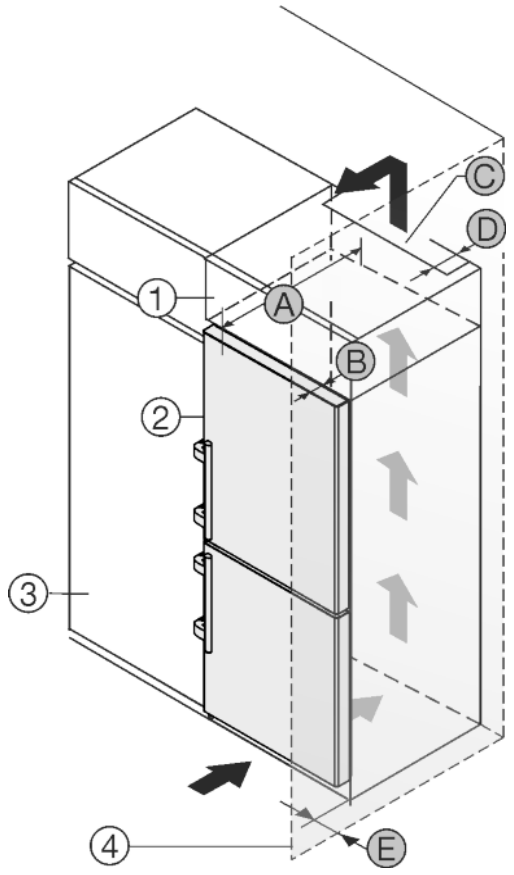

Fig. 50
Das Gerät kann mit Küchenschränken umbaut werden. Um das Gerät *Fig. 50 (2)* der Küchenzeilenhöhe anzugleichen, kann über dem Gerät ein Aufsatzschrank *Fig. 50 (1)* angebracht werden.
Das Gerät kann direkt neben dem Küchenschrank *Fig. 50 (3)* aufgestellt werden. Um die Türe vollständig öffnen zu können, muss das Gerät um die Tiefe *Fig. 50 (B)* gegenüber der Küchenschrankfront vorstehen. Abhängig von der Tiefe der Küchenschränke und Verwendung von Wandabstandshaltern kann das Gerät weiter herausragen.
- An der Rückseite des Aufsatzschrankes muss ein Abluftschacht mit der Tiefe *Fig. 50 (D)* über die gesamte Aufsatzschrankbreite vorhanden sein.
- Unter der Raumdecke muss der Entlüftungsquerschnitt *Fig. 50 (C)* eingehalten werden.
Wenn das Gerät mit den Scharnieren neben einer Wand *Fig. 50 (4)* aufgestellt wird, muss der Abstand *Fig. 50 (E)* zwischen Gerät und Wand eingehalten werden. Dies entspricht dem Griffüberstand bei geöffneter Tür.